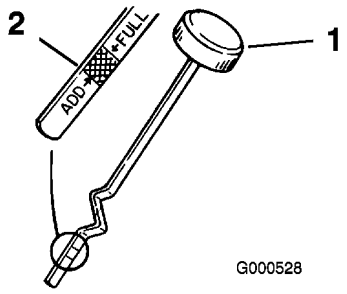

Figure 25
3. Retirez la jauge d'huile et essuyez soigneusement l'extrémité métallique (Figure 25).